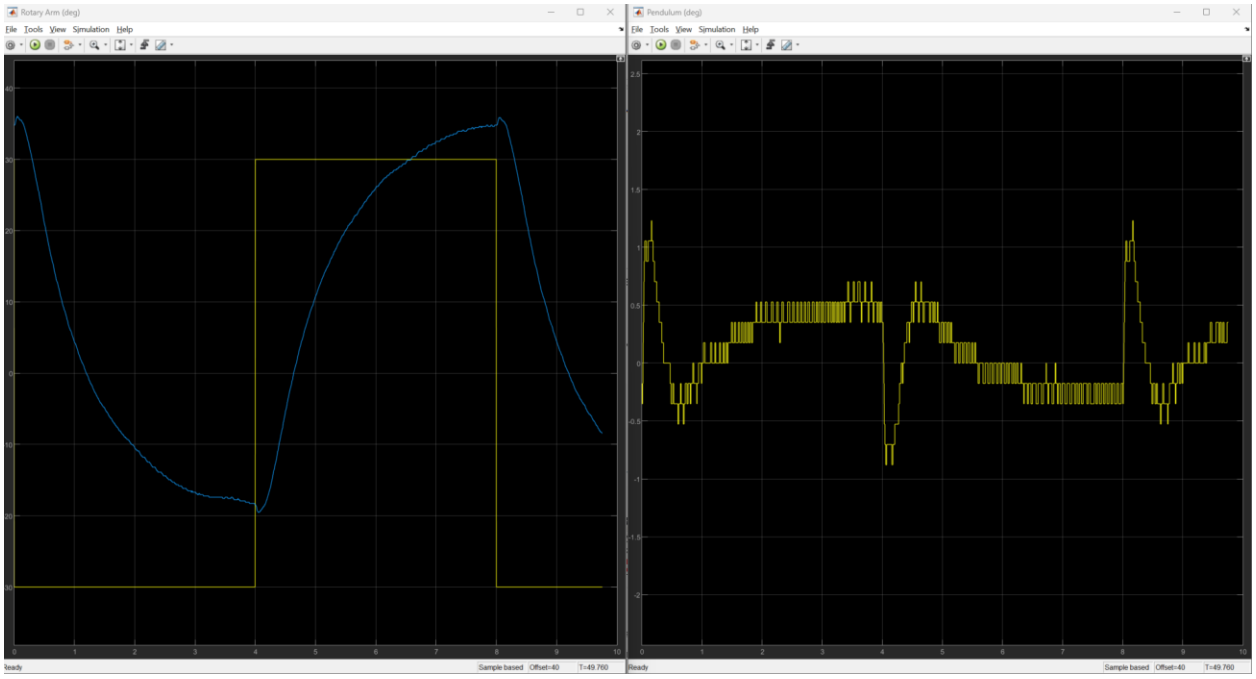

Figure 2: Sample response of balancing the pendulum between rotary arm angles.
21. Once the pendulum is balanced, set the `Gain` to 30 to make the rotary arm angle go between $\pm 30°$. The scopes should be similar to Figure 2 below.